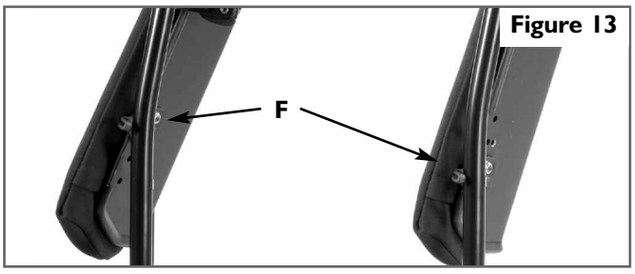

Figure 13
To minimize seat depth loss, place the lower mounting hardware (F) in a lower mounting hole as seen in Fig. 13. The recommended torque specification is 25-30 in-lbs (2.8 - 3.4 Nm).